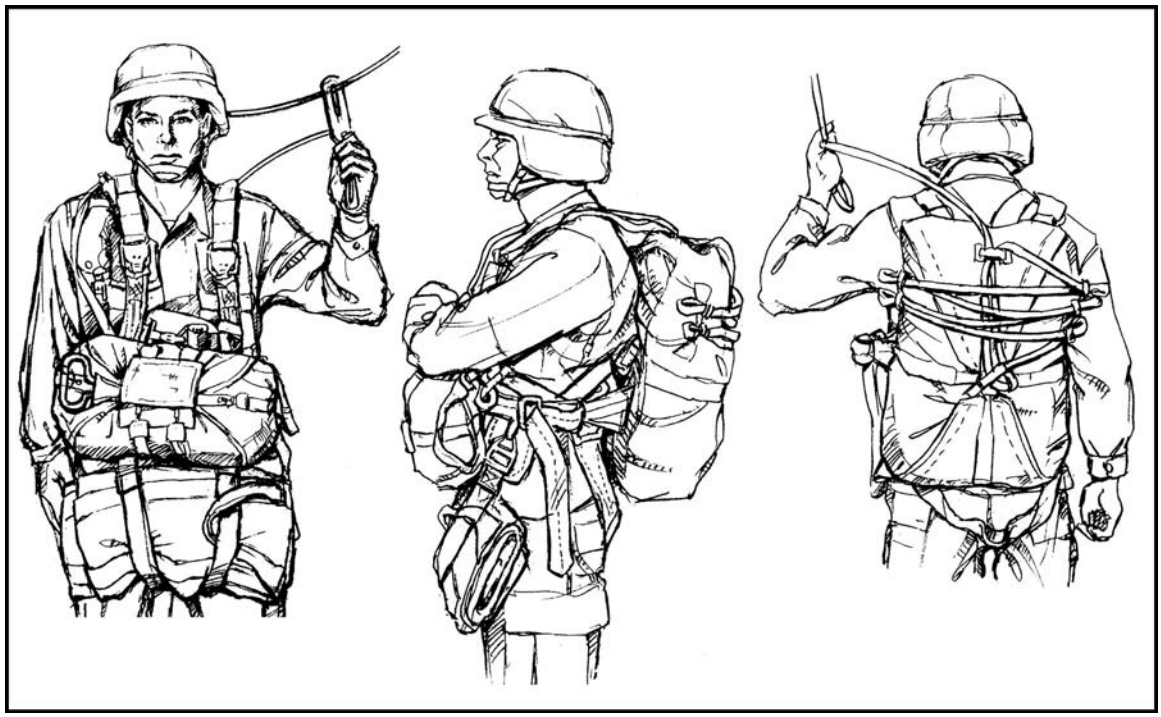

Figure 2-6. Troop parachute harness fitted.
(1) Activates the waistband quick-release and pulls up each of the activating levers on the ejector snaps, releasing the leg straps and the chest strap.
(2) Checks for appropriate size and, if necessary--
(3) Lifts the pull-the-dot fasteners on the diagonal back-strap retainer and frees the diagonal back straps from the sizing channel.
(4) Sizes the parachute to one of the six sizing channels (S, 1, 2, 3, 4, and L).
(5) Rechannels the diagonal back strap retainer and fastens the pull-the-dot fastener.
(6) Lets out about half of the slack in the horizontal back strap, leg straps, and chest strap; straightens the leg straps and chest strap; and folds the kit bag, leaving the outermost carrying handle extended.
STEP 6: Number 2 locates the free-running ends of the horizontal back strap and tightens the harness until number 1 indicates it fits snugly and comfortably. The horizontal back strap is the main point of adjustment for the harness. After final adjustment, number 1 should be able to stand fully erect without straining (Figure 2-6).